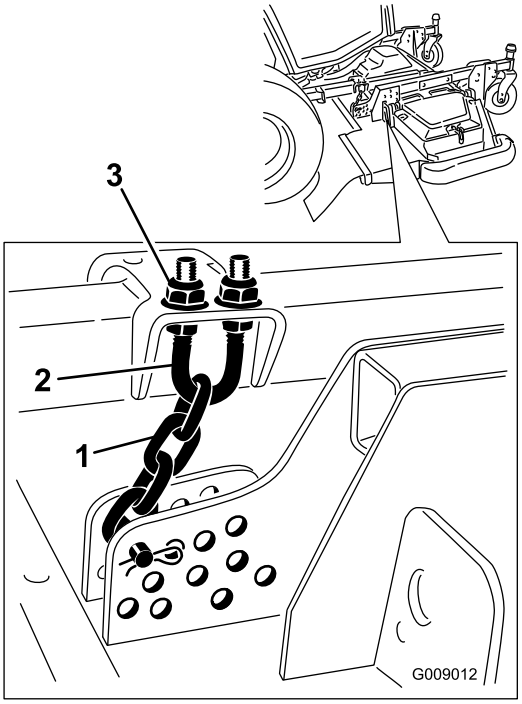

Figur 140
5. Lossa kontramuttrarna överst eller underst på klipphöjdskedjans U-bult (Figur 140).